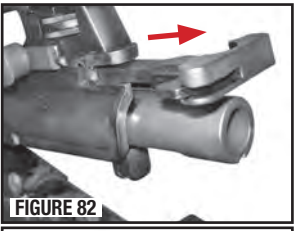

FIGURE 82
- Pull back on the charging handle and bolt assembly (FIG. 82).